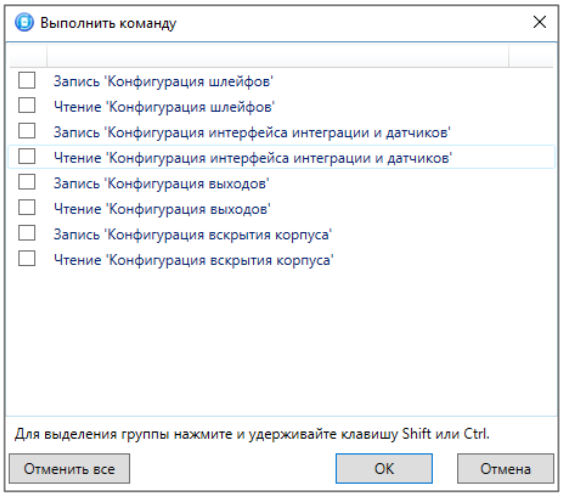

Рисунок 5.15 — Окно *Выполнить команду*
- *Выполнить команду:* открытие окна *Выполнить команду* (см. рисунок 5.15), с помощью которого можно записать или считать отдельные группы параметров (актуально при медленной скорости передачи данных или тарификации по объему передачи данных).